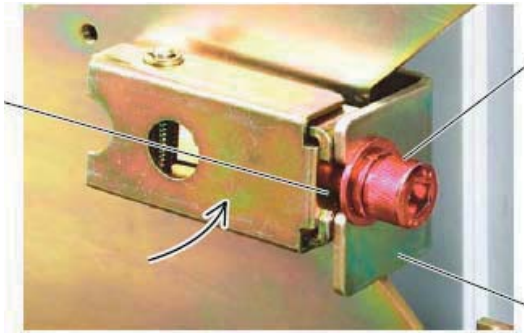

Рис. 29. Закрепление фиксирующего болта
2) Ослабьте фиксирующий болт автоматического выключателя, показанный на рис. 29, подвиньте плоскую и гроверную шайбу ближе к головке болта и подтолкните болт в U-образный вырез в зажиме.